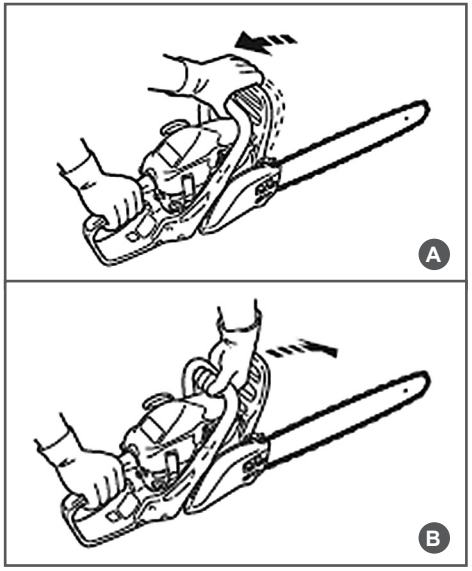

Рис. 6 Проверка механического тормоза цепи
Тормоз цепи выключен (цепь может вращаться), когда ручка тормоза взведена (Рис. 6А).
Тормоз цепи включен (цепь не имеет возможности вращаться), когда ручка тормоза находится в отжатом положении (Рис. 6В).
3. Используя тормоз цепи, переместить левое запястье от себя и нажать им на ручку тормоза, не отпуская рукой переднюю рукоятку пилы (Рис. 6В).
6. Взведите ручку тормоза (Рис. 6А).